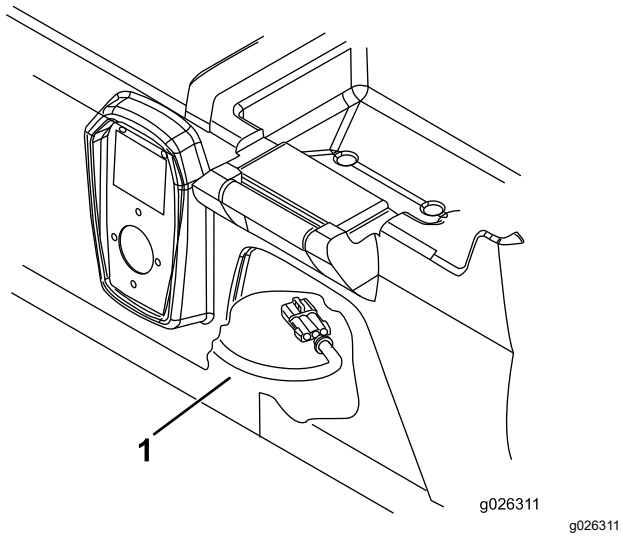

Figura 3
1. Desde debajo de la base del asiento, desenchufe el conector del arnés de cables del cargador (Figura 3).